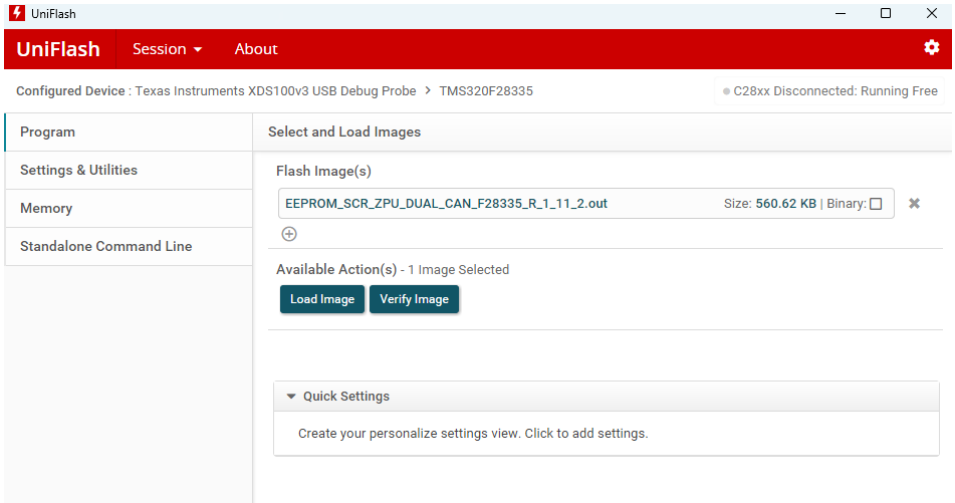

Рисунок 4. Окно выбора файла с ПО
5.1.2.6 Далее в поле «Flash Image(s)» выбрать объектный файл ПО с расширением «*.out» для загрузки в целевой микроконтроллер и нажать кнопку Load Image для начала процесса загрузки (см. рисунок 4).